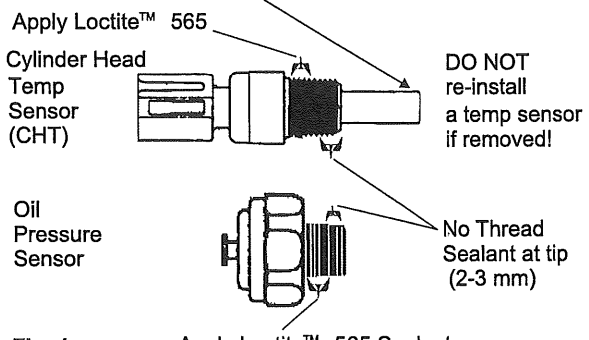

Fig. 1
8. Once testing is completed, clean threads with Loctite Primer N and apply sealant to threads indicated in Fig. 1 and install.